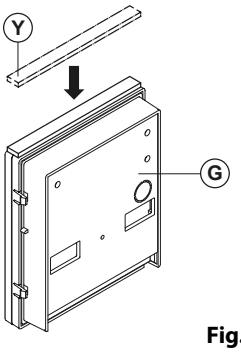

Fig. 69
3. Apply the Ⓨ neoprene seal on top of each module Ⓖ as shown in **Fig.69**;